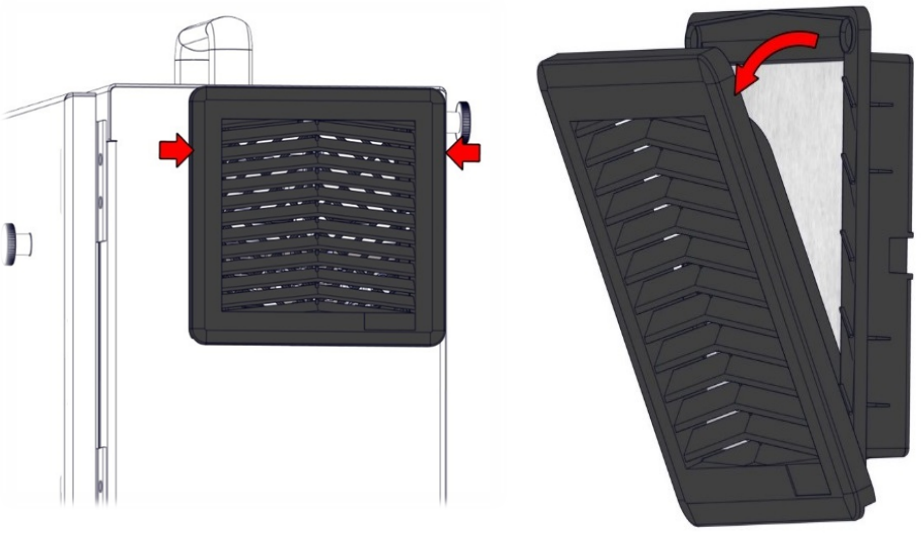

Figura 3.7. Înlocuiţi filtrele casetei de comandă.
1. Îndepărtați ușor cadrul exterior din plastic, trăgând de zonele indicate de săgețile roșii din imaginile de mai jos, din figura 3.7. Cadrul este înclinat spre exterior.